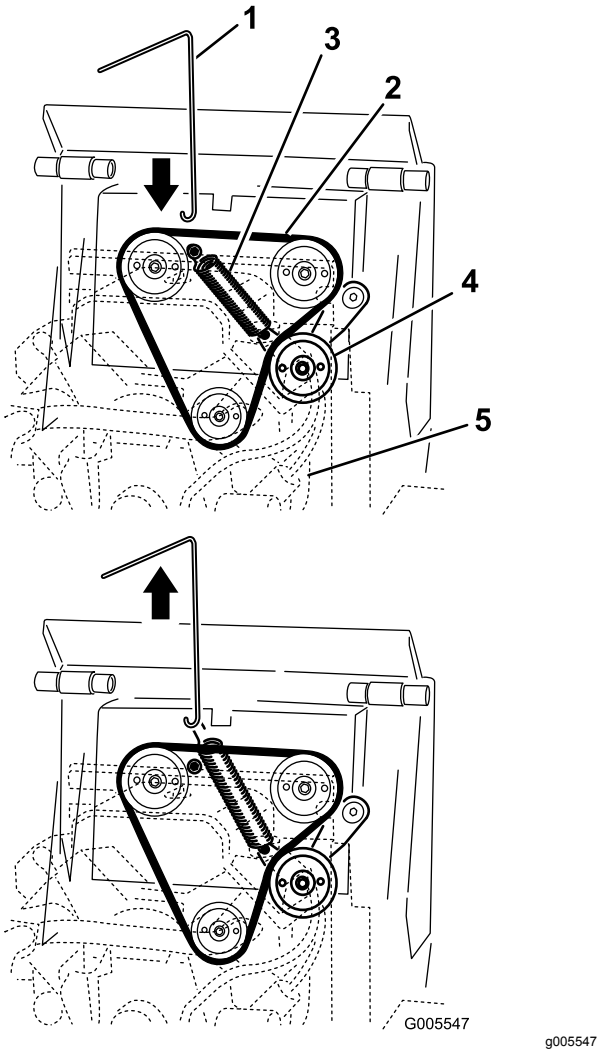

Figur 52
4. Koppla fjäderborttagningsverktygets krok till kroken på mellanremskivans fjäder, och ta bort fjädern från tappen enligt Figur 52.